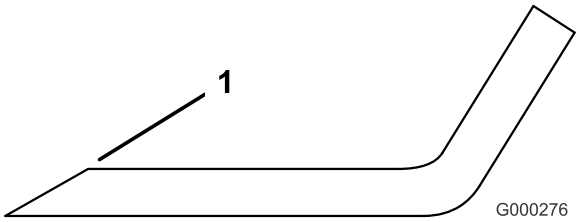

Figur 71
1. Slib skæret i begge ender af skærekniven (Figur 71). Bevar den oprindelige vinkel. Skærekniven bevarer balancen, hvis der fjernes den samme mængde materiale på begge skærekanter.